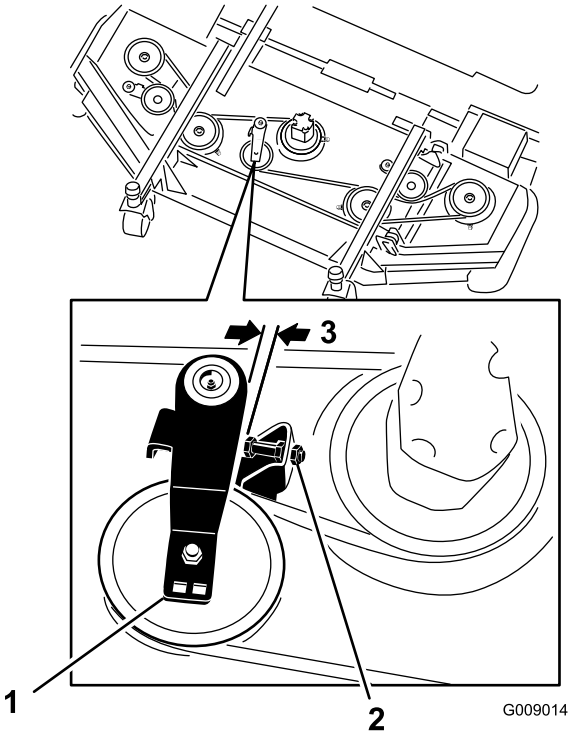

Figur 127
3. Lossa kontramuttrarna på mellanremskivans stoppskruv på mitten av det främre däcket, och skruva in stoppskruven i fästet (Figur 127).
4. Använd en spärrnyckel eller liknande verktyg för att flytta varje vingdäcksremskiva från drivremmen så att remspänningen minskar och remmen kan glida av vingdäcksremskivan (Figur 127).